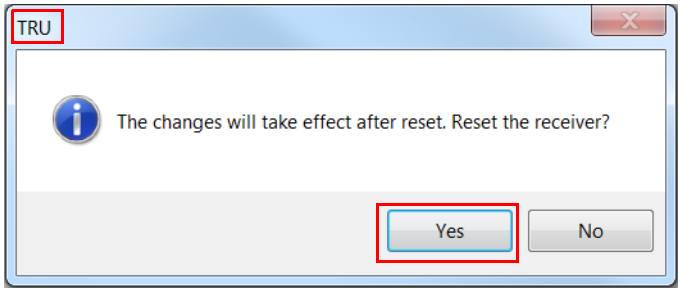

Figure 5-9: Réinitialiser le récepteur
6. Cliquez sur **Yes** à l'invite de réinitialisation du récepteur (Figure 5-9). L'écran **Connection Parameters** s'affiche.